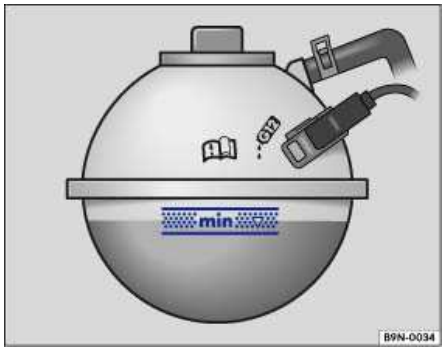

**Fig. 166** Coolant expansion tank in the engine compartment.
- When the engine is cold, check the engine coolant level relative to the marking on the side of the expansion tank ⇒ fig. 166.